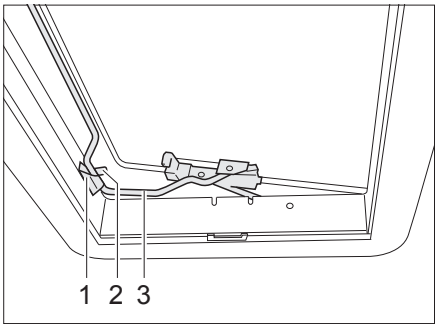

Fig. 48 Heki skylight in ventilation position 2
- Insert the bar (Fig. 48,3) into the holder (Fig. 48,1).
- Place the lever (Fig. 48,2) over the bar.